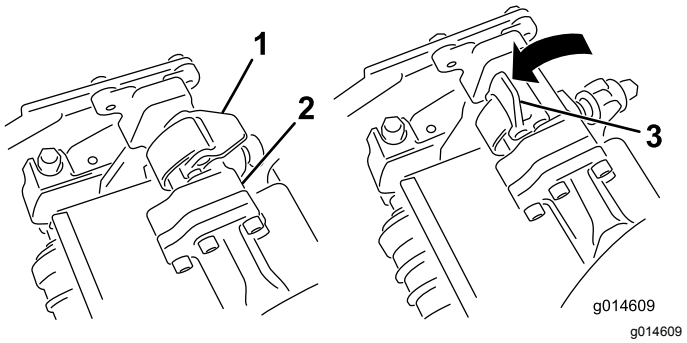
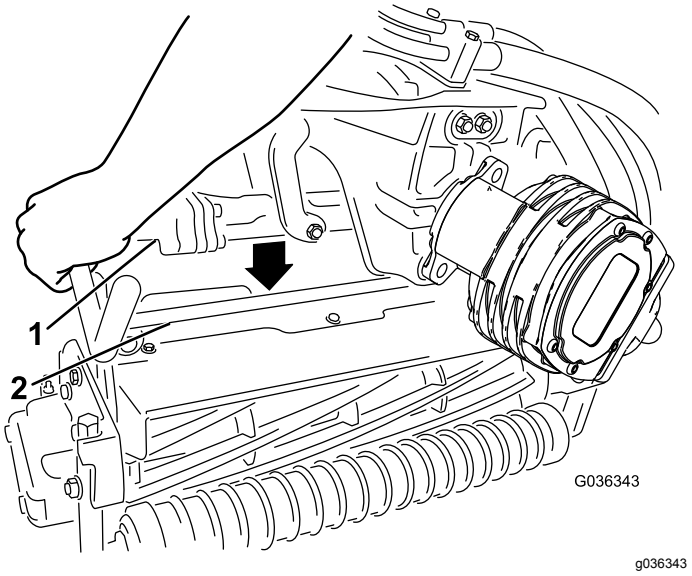

Figur 53
Figur 54
4. Åpne låsene på hjulopphengsarmbøylen slik at de peker opp (dvs. at de er åpne) (Figur 53), og trykk hjulopphengsarmen ned så bøylen ligger over klippeenhetens bøyle (Figur 54).
5. Skyv låsene ned og rundt klippeenhetsbøylen og lås dem slik at de sitter på plass (Figur 53).
5. Åpne låsene på hjulopphengsarmbøylen til klippeenheten du skal fjerne (Figur 53).